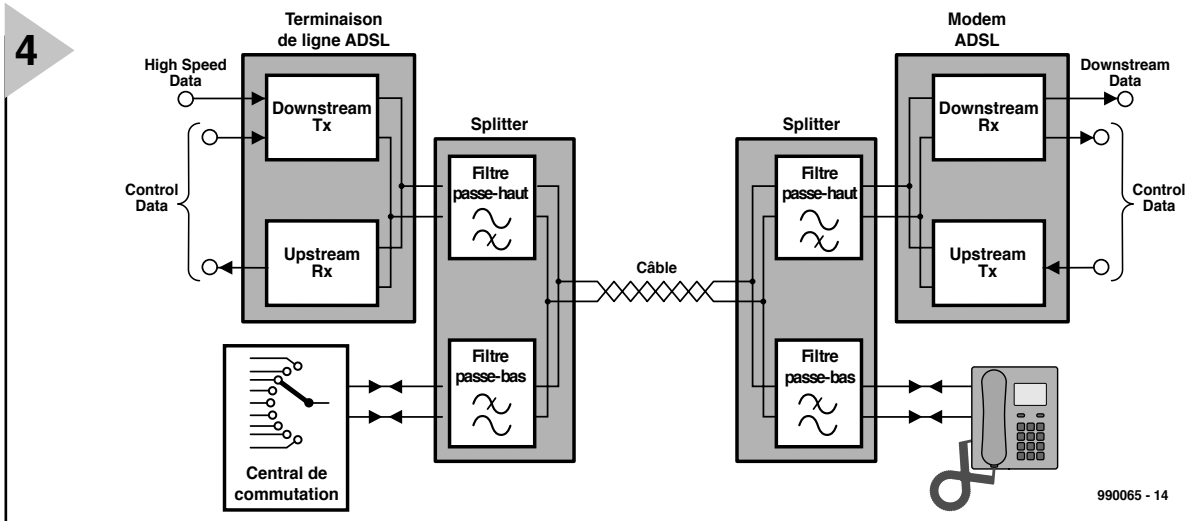

Figure 4. Schéma de principe de l'équipement de ligne ADSL.
Comment un raccordement téléphonique ADSL se présente-t-il côté abonné et côté central ? La **figure 4** le révèle en détail. Chacun des deux diviseurs ADSL connectés au départ même du raccordement côté central et abonné contient d'excellents filtres passe-haut, c'est à dire à flancs raides, pour le spectre ADSL. Des filtres passe-bas se chargent de filtrer le signal analogique usuel du téléphone ou le signal RNIS sur la liaison de raccordement et à partir de celle-ci. Le diviseur de l'abonné qui veut se servir de ADSL doit bien entendu être raccordé à un modem de ce type. Le modem comporte un récepteur (RX) du signal downstream à débit élevé et un émetteur (TX) destiné au signal upstream envoyé par l'abonné. Les données upstream et downstream contiennent les